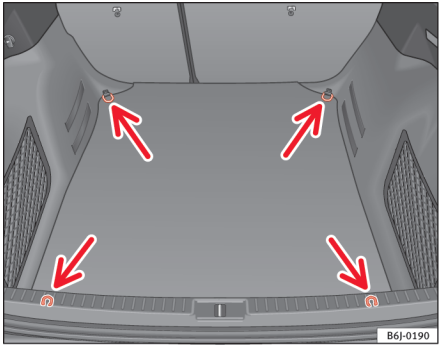

Fig. 88 Placering af øjer i bagagerummet
– Fastgør bagagen til øjerne ⇒ fig. 88 -pile-.